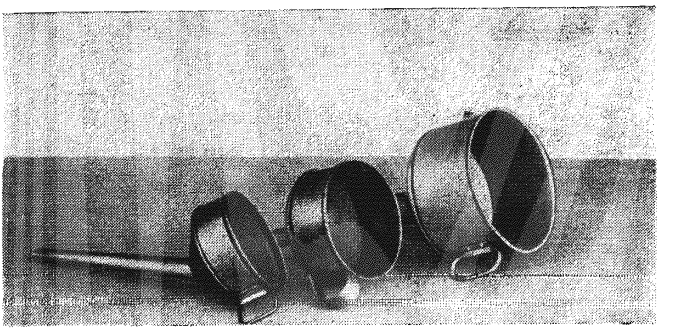

Рис. 8. Воронки
32. Для устранения загрязнения и потери масла при заправке масляных ванн корпусов картеров можно иметь обычные воронки ГОСТ 4987—49 или специальные воронки с сетками ГОСТ 4992—49 (рис. 8).